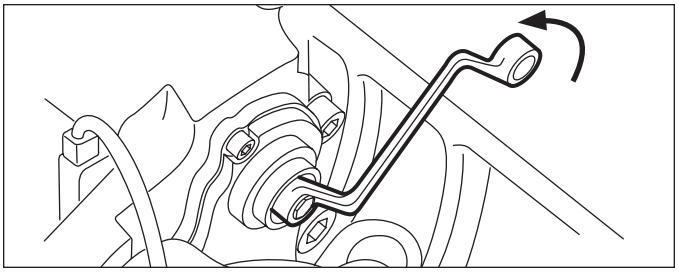

Figure 20 – Backing-Off (Increasing) the Running Clearance
4.2.2 Using a 10 mm. six-point box wrench, turn the Shear Adapter (61) **counterclockwise** and listen for the sound of 3 clicks as the mechanism backs-off (increases) the running clearance. Note: Do not use an open-ended wrench as this may damage the adapter. *See Figure 20.*